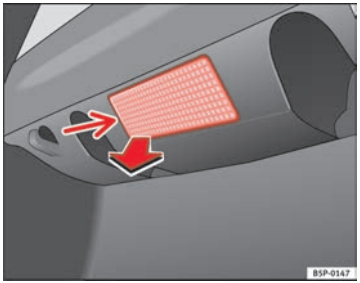

Fig. 148 Luggage compartment light
– Extract the tulip shaped fitting by pressing on the inside edge of this -arrow- using the flat side of a screwdriver ⇒ fig. 148.